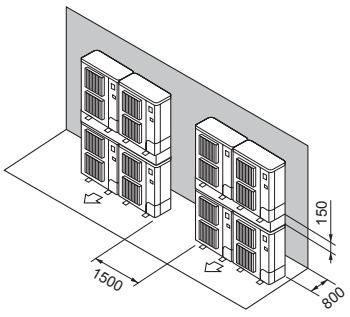

Abb. 2-19
(7) Anlagen in gestapelter Anordnung (Abb. 2-19)